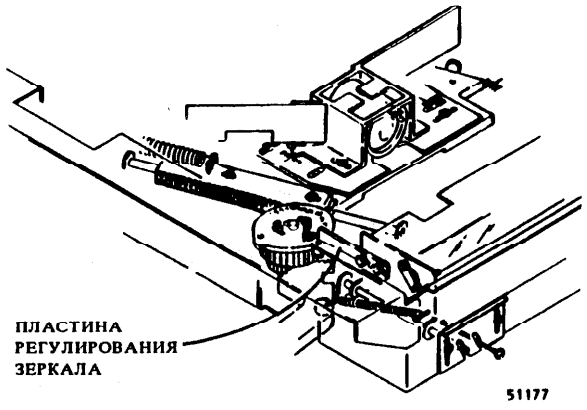

Рис. 1. Ослабление двух установочных винтов на плите регулирования зеркала
5. (Рис. 1): ослабить два установочных винта на регулировочной пластине зеркала.